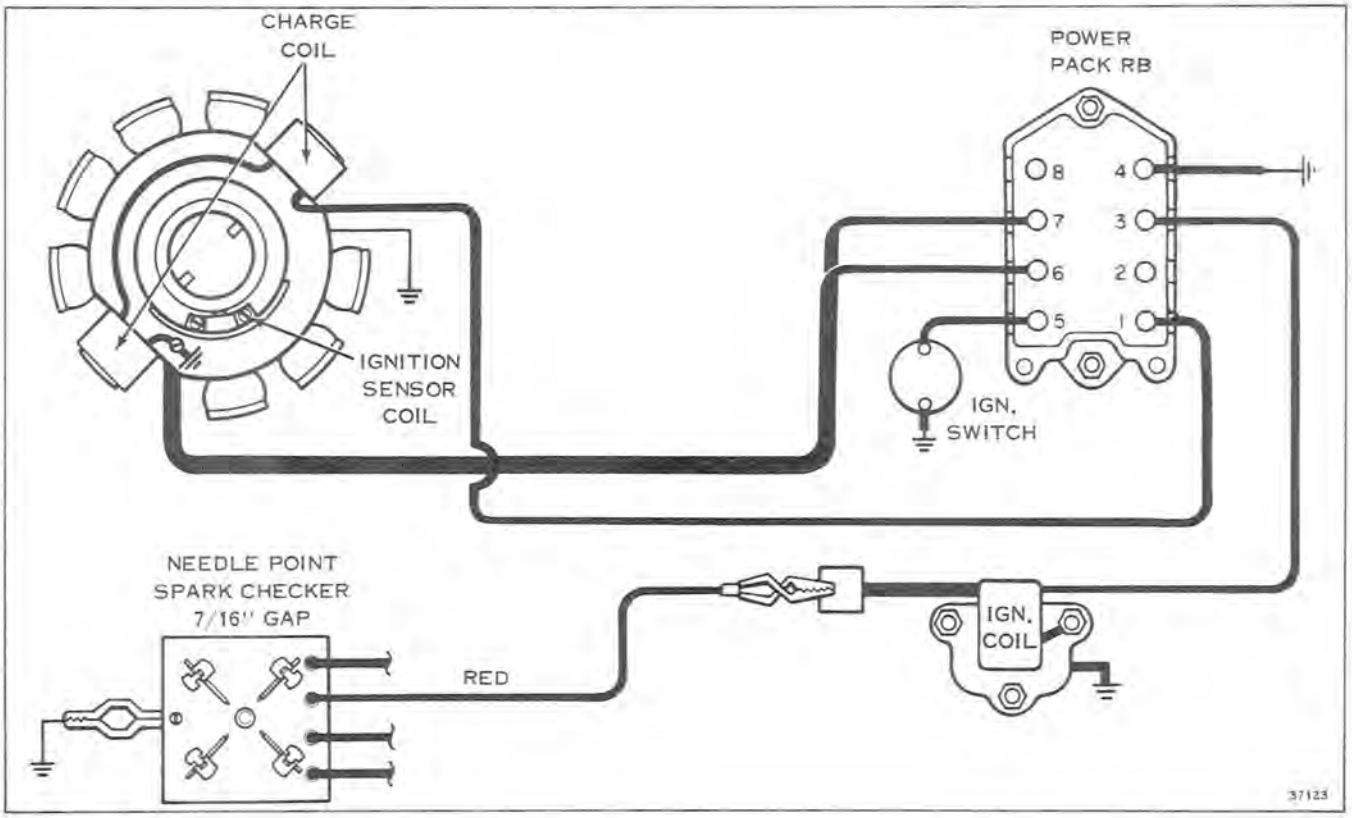

Figure 7-10
B. Connect spark gap checker with 7/16" gap. See Figure 7-10. Remove spark plug. (See optional Kilovolt Test page 7-26.)
C. Crank engine with starter. If cranking manually, put ignition switch in "Run" position and use rewind starter. See Figure 7-10.